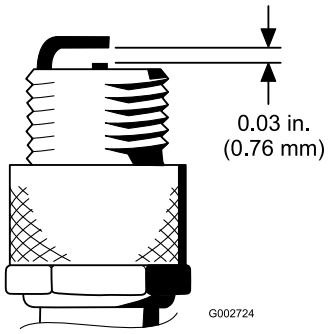

**Figur 28**
4. Kontrollera att mellanrummet mellan mitt- och sidoelektroderna är 0,76 mm (Figur 28). Montera tändstiftet med korrekt mellanrum med packningsförslutningen och dra åt stiftet till 23 Nm. Se till att skruva åt stiftet ordentligt om du inte använder en skiftnyckel.